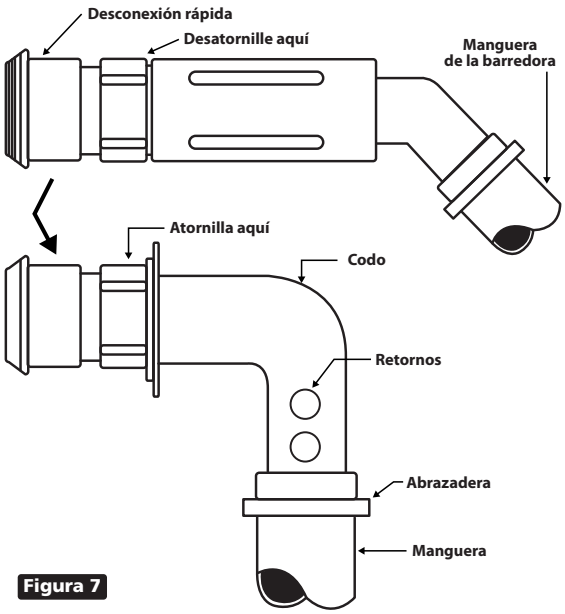

Figura 7
- Adaptadores de desconexión rápida para limpiadores de piscina. Refiérase A la Figura 7. Destine la instrucción de instalación 4, página 6 para este tipo de conexión de entrada.
2. Destornille el extremo del accesorio para manguera del limpiador de la piscina como se indica en la Figura 7. Atornille el adaptador de desconexión rápida en el extremo roscado de la Pieza del Codo (7). Éste es su adaptador de la conexión de entrada.